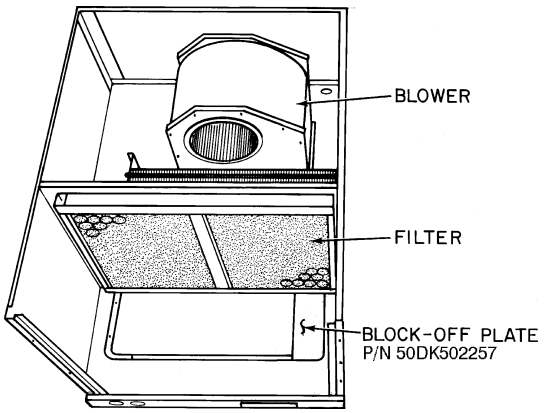

**Fig. 19 — Vertical Discharge Block-Off Plate (48TF012, 014 Units Only)**
4. On 012 and 014 units, install vertical discharge block-off plate on right side over return air duct opening. See Fig. 19.